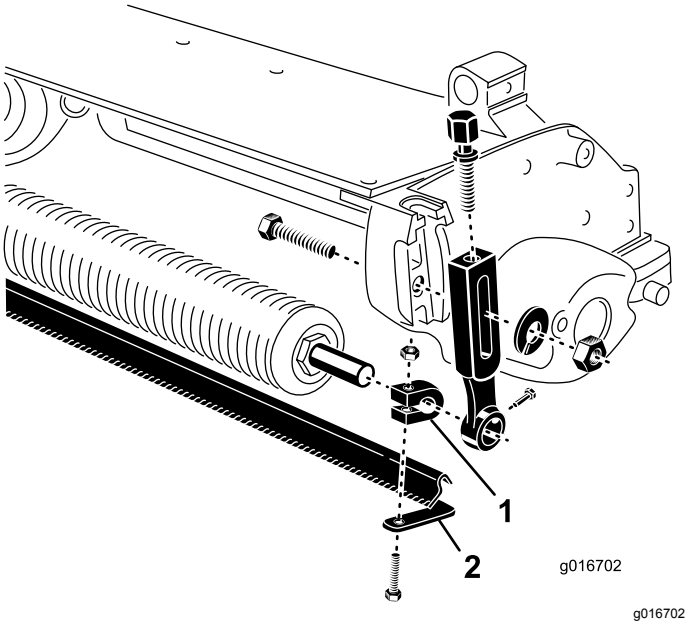

図 2
5. 各クランプにキャリッジボルトとナットを仮止めする図 2。締めつけないこと。
6. ローラシャフトの左右端部にシャフトクランプを通す図 2。
9. 図 2 に示すように、前ローラとカッティングユニットとの間にブラシを入れる。